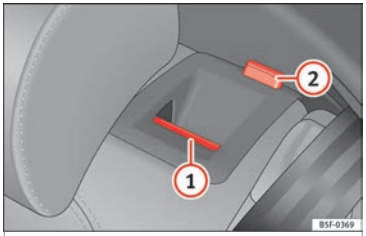

Fig. 143 On the rear seat backrest: release catch (1); red mark (2).
- Push the unlock button ››› **Fig. 143** (1) forwards and at the same time lift the backrest.
- The rear seat backrest is not engaged when the red marking of the button (2) is visible.
The rear seat backrest is not engaged when the red marking of the button ››› **Fig. 143** (2) is visible.